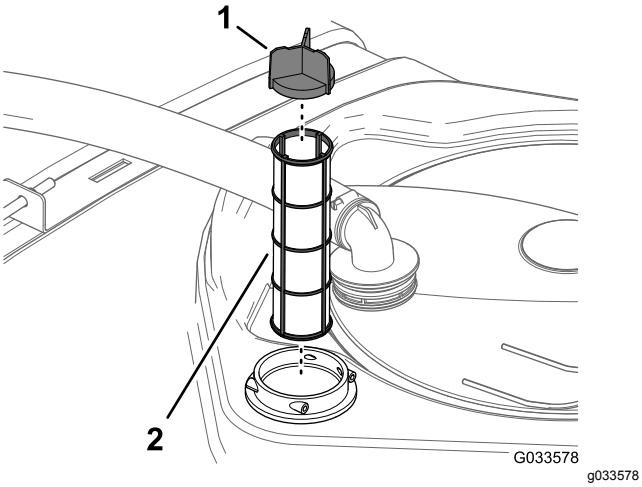

Figur 105
4. Fjern det gamle sugefilter fra filterhuset i tanken (Figur 105).